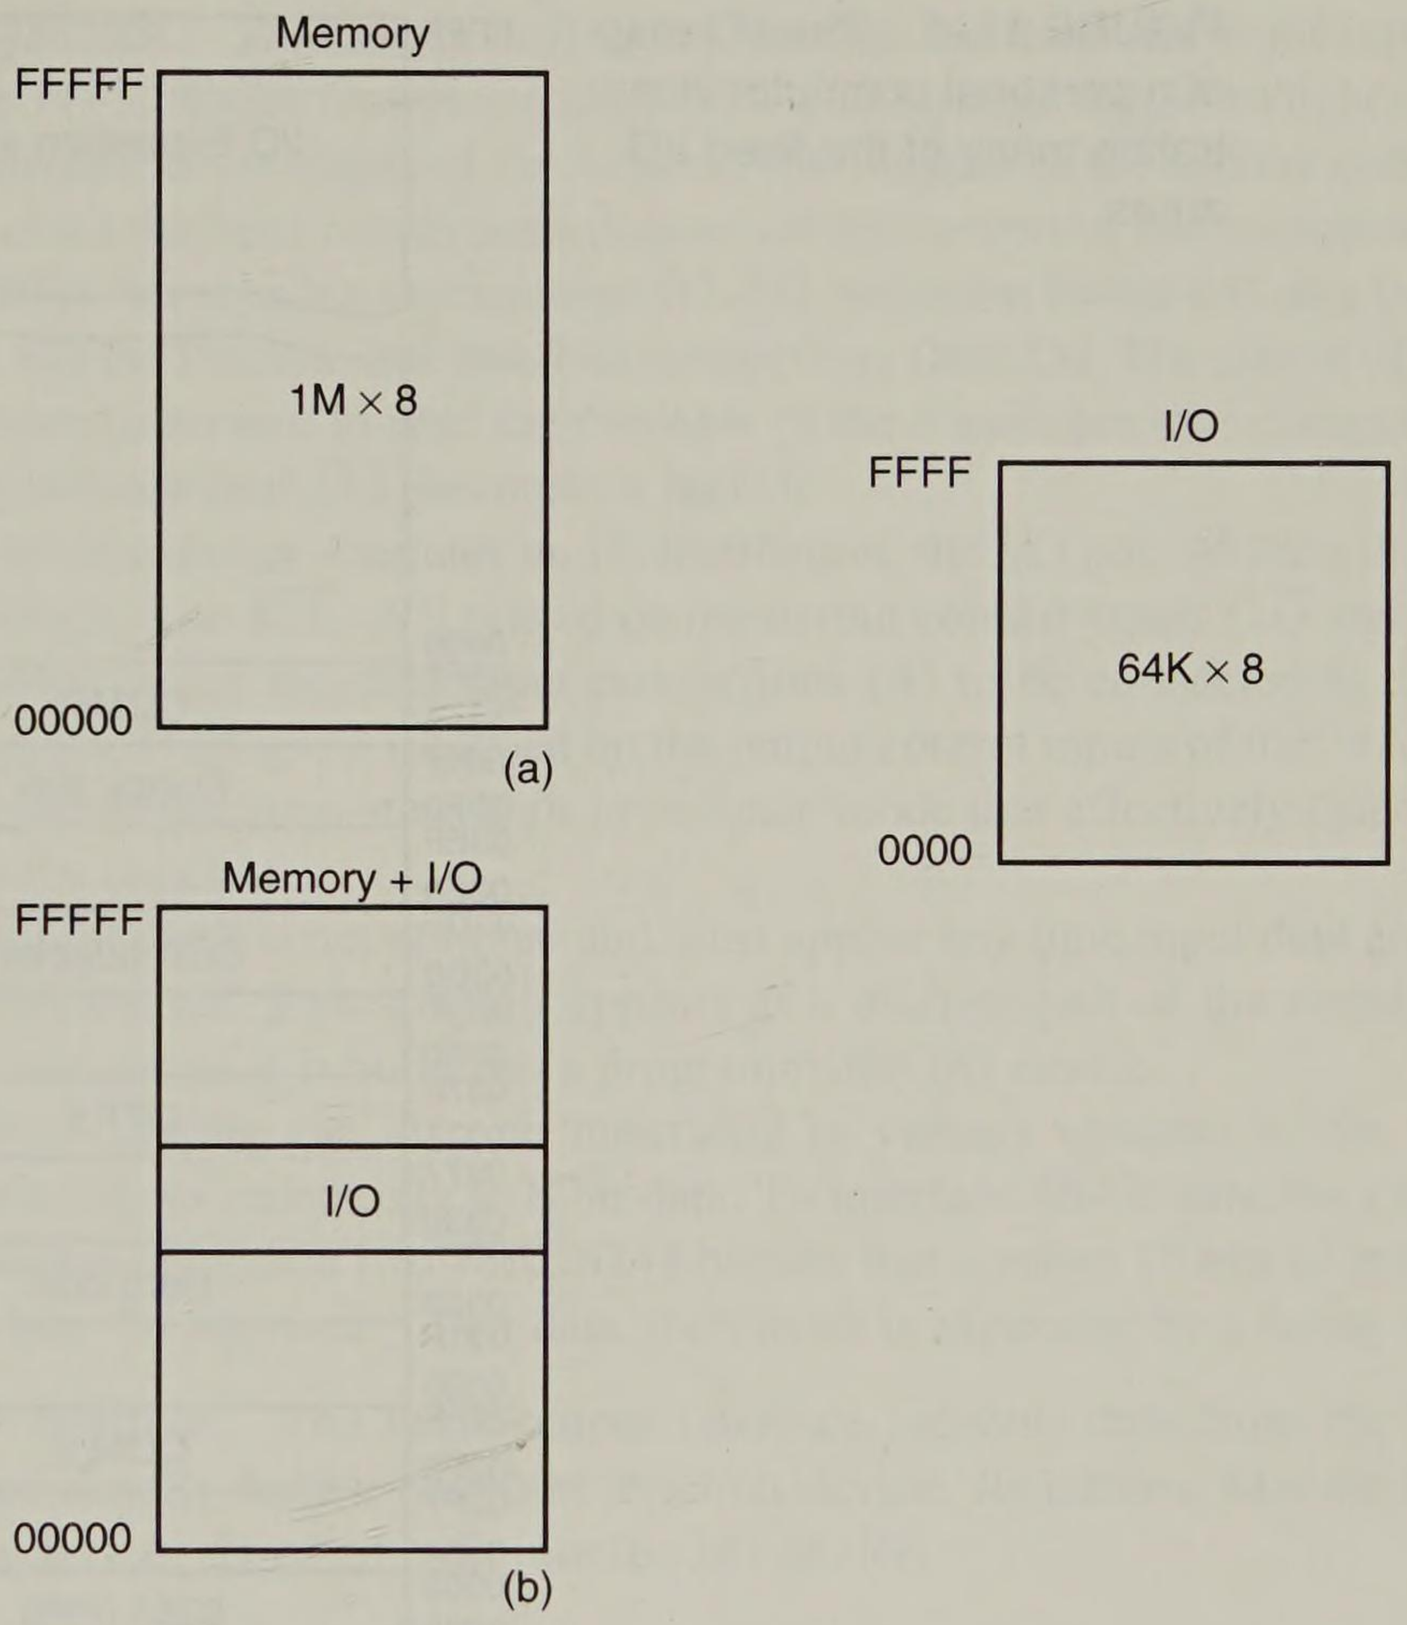

**FIGURE 11–1** The memory and I/O maps for the 8086/8088 microprocessor. (a) Isolated I/O. (b) Memory-mapped I/O.
*Isolated I/O.* The most common I/O transfer technique used in the Intel microprocessor-based system is isolated I/O. The term isolated describes how the I/O locations are isolated from the memory system in a separate I/O address space. (Figure 11–1 illustrates both the isolated and memory-mapped address spaces for any Intel 80X86 or Pentium microprocessor.) The addresses for isolated I/O devices, called *ports*, are separate from the memory. As a result, the user can expand the memory to its full size without using any of the space for I/O devices. A disadvantage of isolated I/O is that the data transferred between I/O and the microprocessor must be accessed by the IN, INS, OUT, and OUTS instructions. Separate control signals for the I/O space are developed (using M/$\overline{IO}$ and W/$\overline{R}$) that indicate an I/O read ($\overline{IORC}$) or an I/O write ($\overline{IOWC}$) operation. These signals indicate that an I/O port address appears on the address bus used to select the I/O device. In the personal computer, isolated I/O ports are used for controlling peripheral devices. As a rule, an 8-bit port address is used to access devices located on the system board, such as